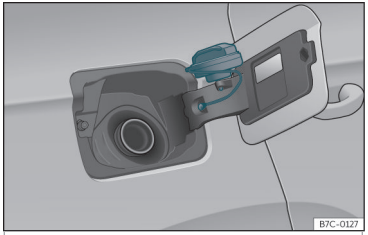

Fig. 181 Fuel tank flap with tank cap attached.
- Place it in the space on the hinge of the open flap››› **Fig. 181**.